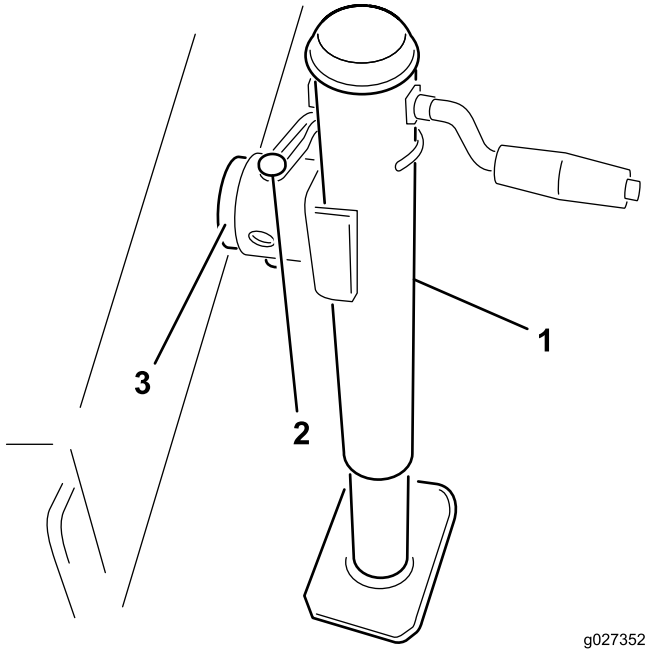

Figur 2
2. Sæt donkraften fast på rammepinden, og fastgør den med pinden (Figur 2).